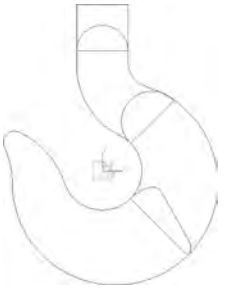

图 5-200　曲线过渡
(7) 单击“曲线过渡”图标，选择“圆弧过渡”方式，半径为 6，对直线 R25 圆弧进行过渡；同样选择“尖角”方式，分别选择－16°直线和 R6 的圆弧，如图 5-200 所示。